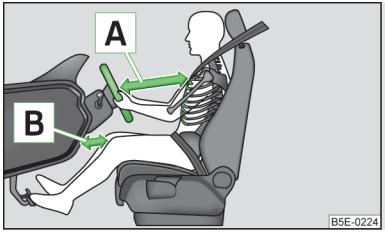

Fig. 116
- Adjust the steering wheel so that the distance A » Fig. 116 between the steering wheel and your chest is at least 25 cm. Adjust the distance of the legs to the circuit board in the region of the knee airbag to at least 10 cm B. If you do not comply with the minimum distance, the airbag system will not protect you - danger of death!